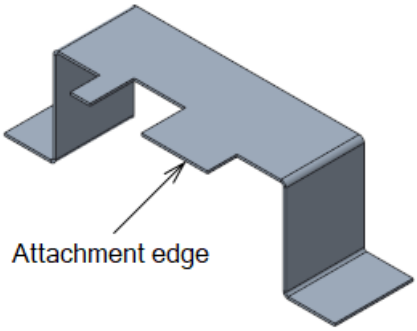

Figure 14-93 *The attachment edge for the flat wall*
2. Select the front edge of the base wall, as shown in Figure 14-93; the preview of the flat wall is displayed in the drawing area.